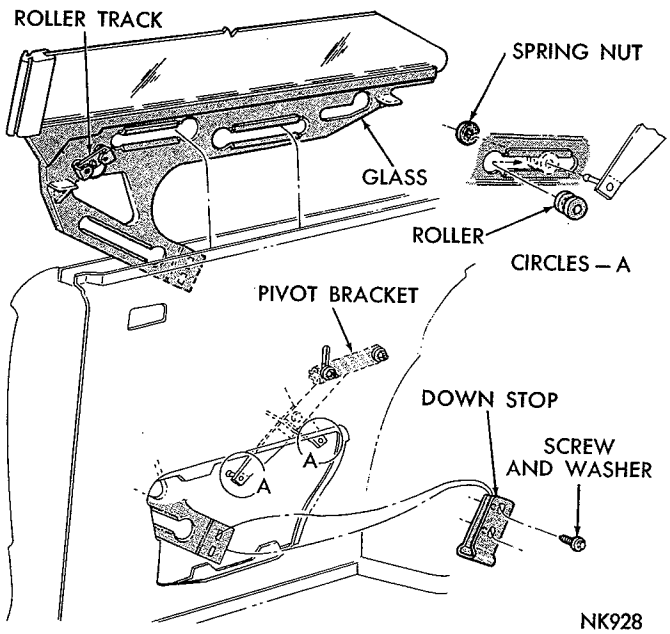

**Fig. 128—Quarter Glass Replacement**
(1) Remove down stop assembly from glass lower frame (Fig. 128).
(2) Remove spring nuts from regulator arm studs.
(3) Support window assembly and remove regulator studs from roller assemblies.
(4) Remove rollers from regulator arm slots in glass lower frame.
(5) Remove glass and lower frame assembly from quarter panel.
(1) Inspect front and rear track roller assemblies for damage or excessive wear.
(2) Apply lubricant to regulator arm roller slots, track slide roller slot and bracket and roller assembly slot in glass lower frame.
(3) Position window assembly into quarter panel, engaging the track roller assemblies.
(4) Insert regulator arm rollers in glass lower frame slots and position regulator arm studs into rollers, securing in place with spring nuts (Fig. 128).
(5) Install down stop assembly on glass lower frame and adjust glass.